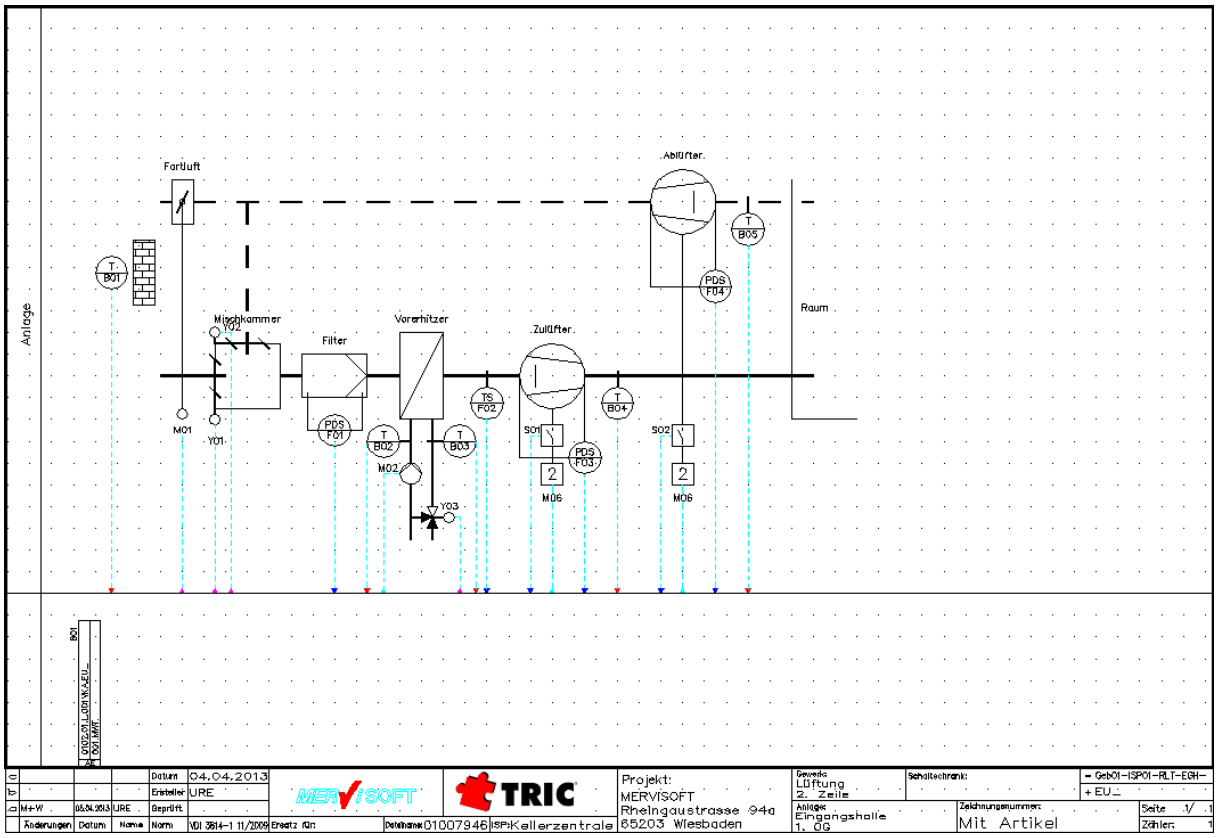

Bild 26.20 – Alle Projektzeichnungen weisen das neue Logo auf
- Das Logo erscheint nun in der Projektverwaltung. Alle Zeichnungen dieses Projektes werden nun automatisch damit ausgestattet, wie Sie leicht feststellen können, indem Sie eine der Zeichnungen über die Zeichnungsverwaltung öffnen (Abb. 26.20).